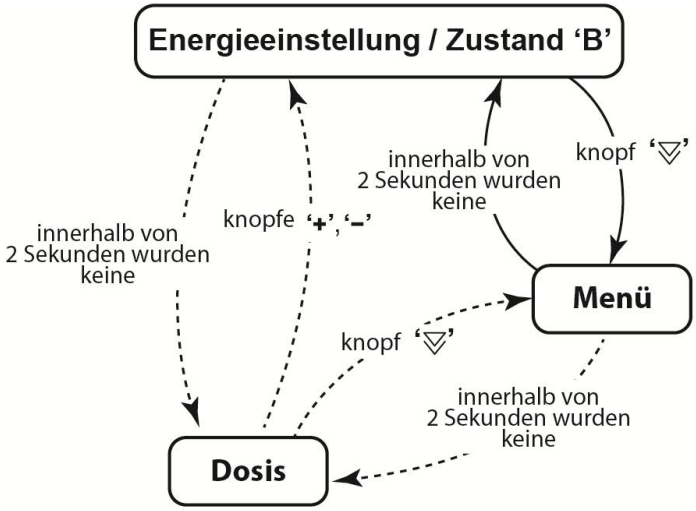

Abb.18
6.1.2 Ein Diagramm der Grundzustände des Geräts ist in Abb.18 dargestellt (gepunktete Linien bedeuten, dass die **Dosis** eingeschaltet ist).